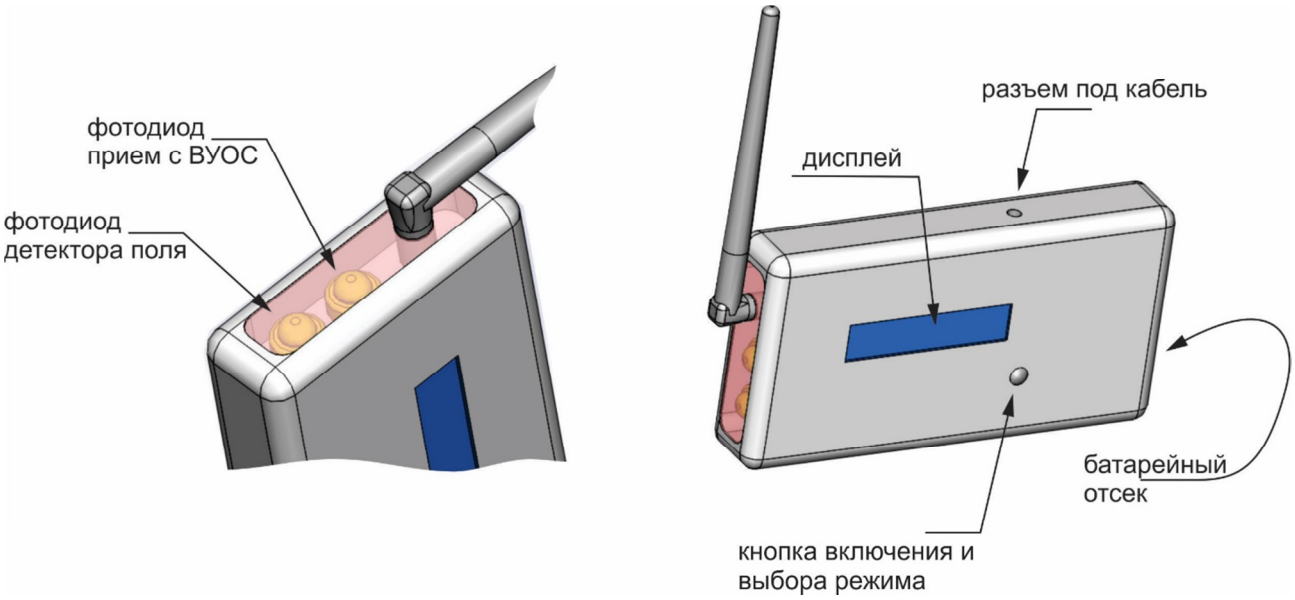

Рисунок 1.2 - Общий вид прибора контроля
1.4.9 На верхней стенке прибора контроля расположено гнездо для подсоединения кабеля (см. рисунок 1.2) при работе прибора в режиме «Проводной измеритель». При работе прибора в остальных режимах подсоединение кабеля не требуется.
1.4.10 На боковой стенке прибора контроля расположены два фотодиода (см. рисунок 1.2), предназначенные для:
Прибор контроля ПК-02 следует разместить перед излучателем ИПДЛ таким образом, чтобы фотодиоды, расположенные на боковой стенке прибора контроля (см. рисунок 1.2), были направлены в сторону излучателя. Перемещая ПК-02 по вертикали и горизонтали, необходимо добиться максимального значения сигнала, отображаемого на дисплее (см. таблицу 1.2).